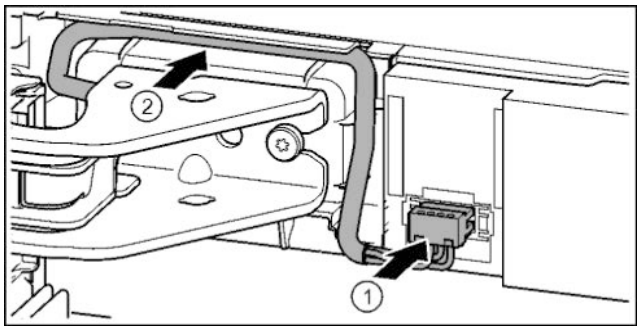

Fig. 40
▶ Зафиксировать штекер над верхним опорным кронштейном и осторожно уложить жилы кабеля в канал. *Fig. 40 (1)*
▶ Осторожно проложить серый кабель в направляющей над верхним опорным кронштейном. *Fig. 40 (2)*